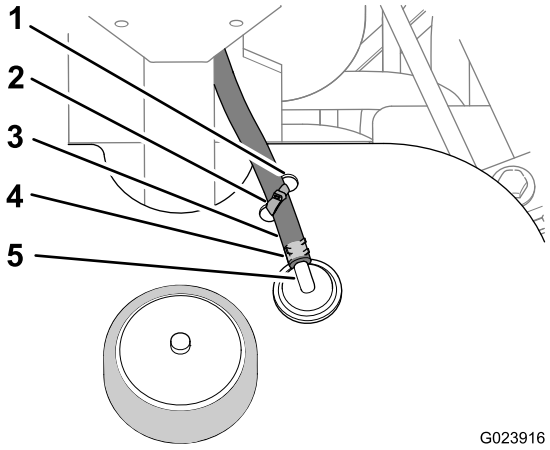

Figure 16
4. Placez le flexible d'évent et le collier sur le raccord de la valve de mise à l'air libre du réservoir de carburant (Figure 16).
5. Utilisez les 2 trous de 9,5 mm (3/8 po) au sommet du réservoir de carburant pour fixer le flexible au réservoir à l'aide du serre-câble, comme montré à la Figure 16.